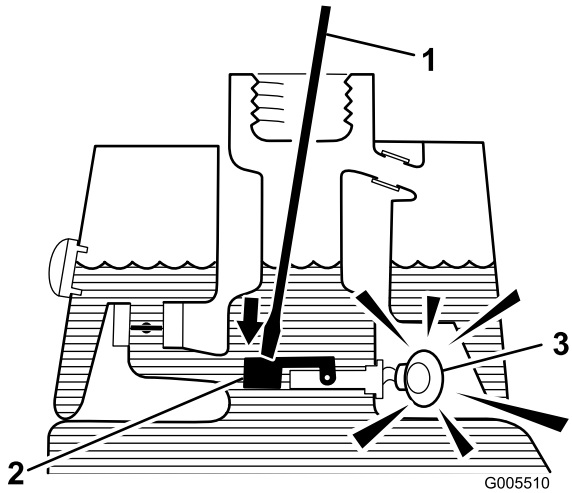

Figuur 27
3. Steek een schone staaf of schroevendraaier in de vulbuis en druk de vlotter voorzichtig naar beneden (Figuur 27). Na één seconde moet het alarm klinken.